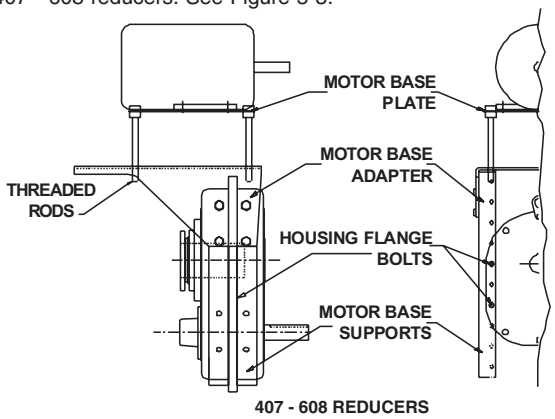

Figure 5-3
5.3.2 Install the motor base supports, using the longer bolts furnished with the motor base adapter. Two supports are used on each side unit of the 407 - 608 reducers. See Figure 5-3.